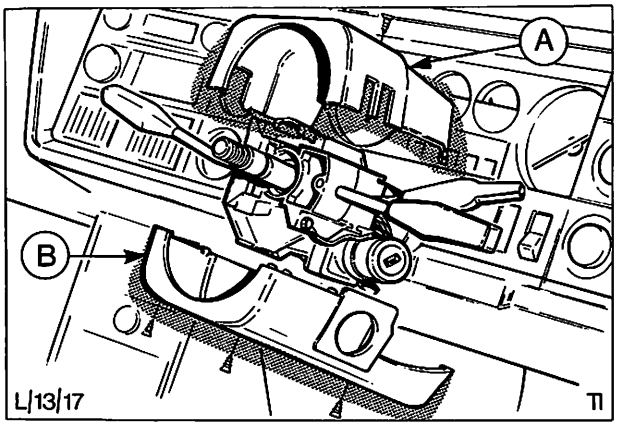

Abb. 76 Abbauen der oberen und unteren Lenksäulenverkleidung
2. Obere und untere Lenksäulenverkleidung abbauen, Abb. 76.